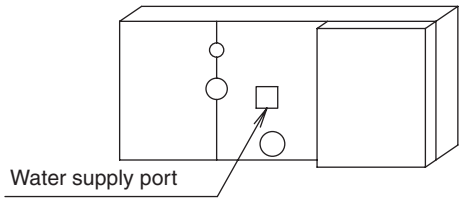

Fig. 13
- Open the water supply port, add approximately 1 litter of water slowly into the drain pan and check drainage flow. **(Refer to Fig. 13)**